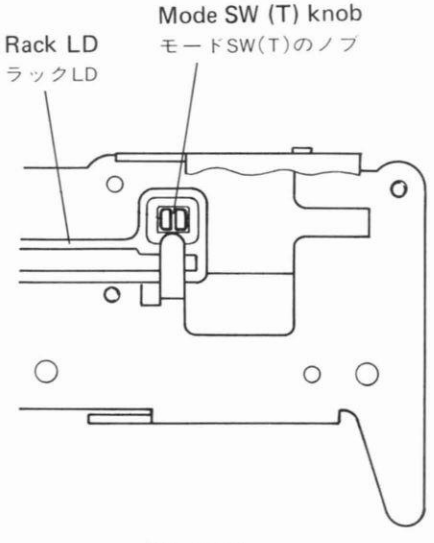

Fig. 2-15
Note: When installing mode SW (T), align the hole in the rack LD with the knob on mode SW (T) (Fig. 2-15).
注．モードＳＷ(T) の組立時，ラックＬＤの穴とモードＳＷ(T) のノブの位置を合せる．（図2-15）